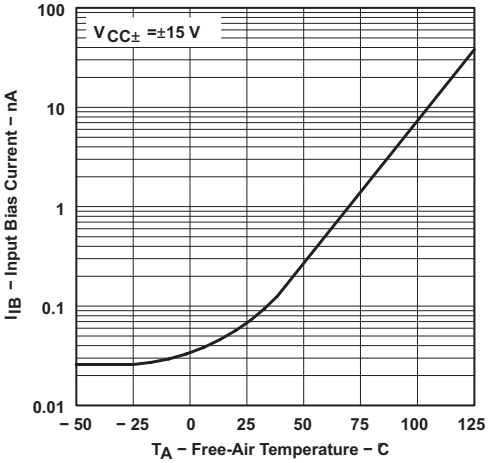

Figure 13. Input Bias Current vs Free-Air Temperature
(1) All characteristics are measured under open-loop conditions with zero common-mode voltage, unless otherwise specified. Full range for T_A is 0°C to 70°C for TL08_C, TL08_AC, TL08_BC and –40°C to 85°C for TL08_I.
(2) Input bias currents of an FET-input operational amplifier are normal junction reverse currents, which are temperature sensitive, as shown in Figure 13. Pulse techniques must be used that maintain the junction temperature as close to the ambient temperature as possible.
(1) All characteristics are measured under open-loop conditions, with zero common-mode input voltage, unless otherwise specified.
(2) Input bias currents of a FET-input operational amplifier are normal junction reverse currents, which are temperature sensitive, as shown in Figure 13. Pulse techniques must be used that maintain the junction temperatures as close to the ambient temperature as possible.